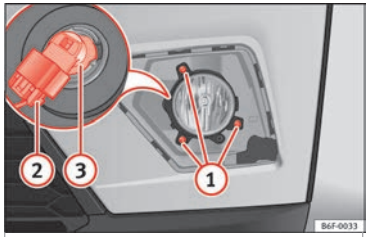

Rys. 115 Światło przeciwmgielne: wyjmowanie oprawki żarówki
2. Wykręcić 3 śruby ››› **rys. 115** (1) i wyciągnąć światło przeciwmgielne.
3. Wyjąć złącze żarówki. (2).
4. Wykręcić oprawkę żarówki (3) w lewo i pociągnąć.